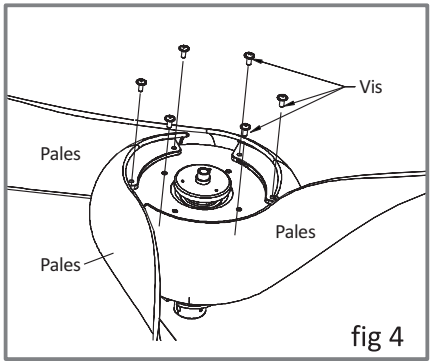

fig 4
5) Sujet seulement 3/4 chacune des vis (fig 4)